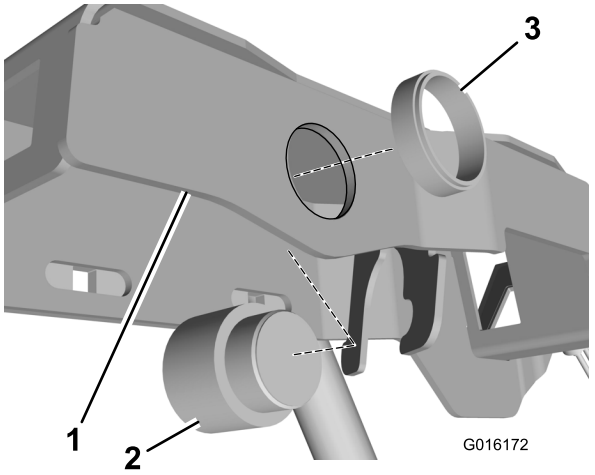

Figur 1
6. Monter lydalarmen i armkonsollrammen (Figur 1).